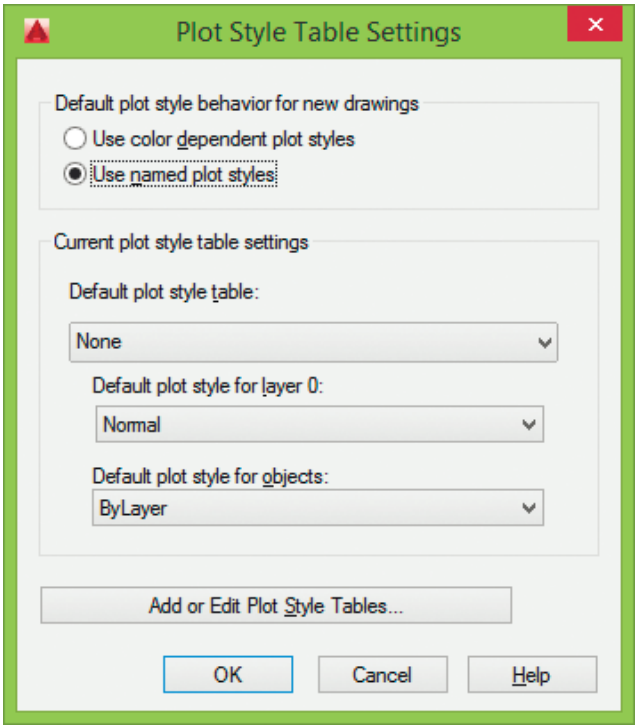

Рис. 3.10. Диалоговое окно параметров таблиц стилей печати
- Кнопка **Plot Style Table Settings...** загружает одноименное диалоговое окно, позволяющее настроить таблицы стилей печати (рис. 3.10):